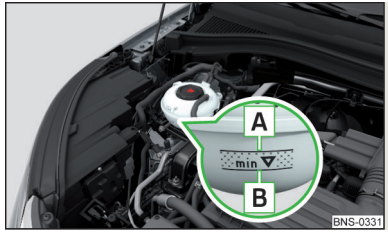

Fig. 266
Verificar el estado del líquido refrigerante - el líquido refrigerante tiene que estar entre las marcas A y B » fig. 266. Si el estado del líquido refrigerante está debajo de la marca B, rellenar el líquido refrigerante.
La **especificación** del líquido refrigerante se encuentra en el depósito de compensación del líquido refrigerante » fig. 266.
- No rellene el depósito de líquido refrigerante por encima de la marca A » fig. 266. El servicio oficial puede ser presionado por el calentamiento del sistema de refrigeración - Existe el peligro de un daño de las partes del vano motor.